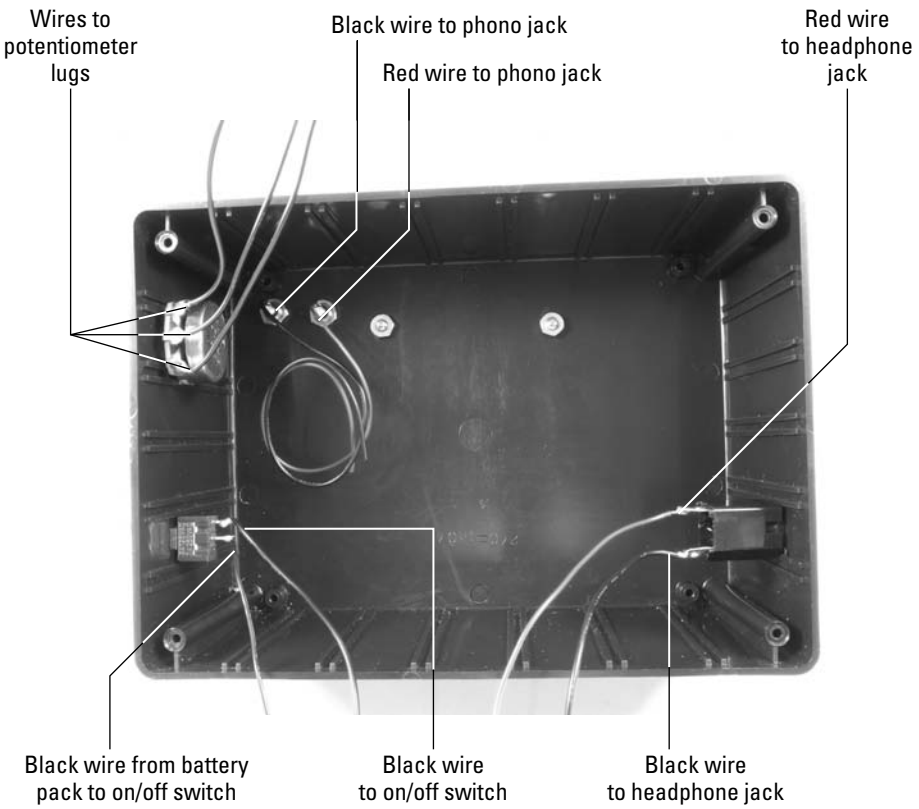

Figure 6-17: Solder wires to the on/off switch, phono plugs, potentiometer, and headphone plug.
8. **Solder the black wire from the battery pack to one lug of the on/off switch and solder an 8" black wire to the remaining lug of the on/off switch, as shown in Figure 6-17.**
9. **Solder one 8" black wire to the lug on one of the audio jacks and solder one 8" red wire to the lug on the other audio jack, as shown Figure 6-17.**
10. **Solder 8" wires to each of the three potentiometer lugs, as shown in Figure 6-17.**
11. **Solder one 8" black wire and one 8" red wire to the lugs of the headphone jack, as shown Figure 6-17.**